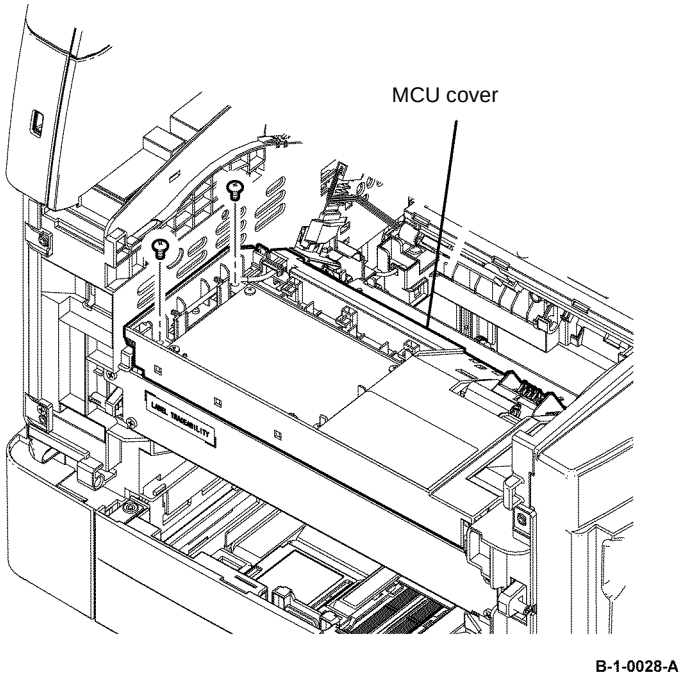

Figure 1 MCU cover removal
12. Remove the MCU cover, then remove two screws (silver, M3, 6mm) from the left side, Figure 1.